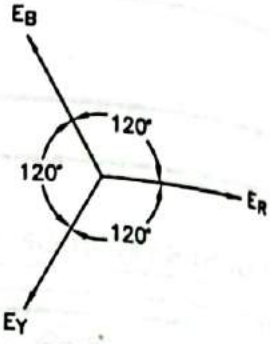

FIG. 2.77 : PHASOR DIAGRAM OF THREE PHASE EMFS
- The phasor diagram of rms values of emfs is shown in Fig. 2.77. If we consider $E_R$ as the reference emf, then